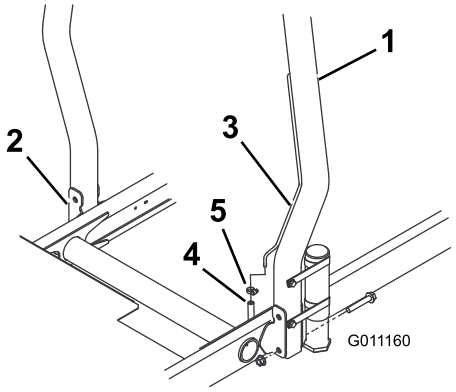

Figur 12
1. Senk veltebøylen på trekkenhetens monteringsbraketter på linje med monteringshullene. Kontroller at utluftingsslangen på veltebøylen er på venstre side av maskinen (Figur 12).
2. Fest hver side av veltebøylen til monteringsbrakettene med to flenshodebolter og låsemuttere (Figur 12). Stram til festene med et moment på 81 Nm.